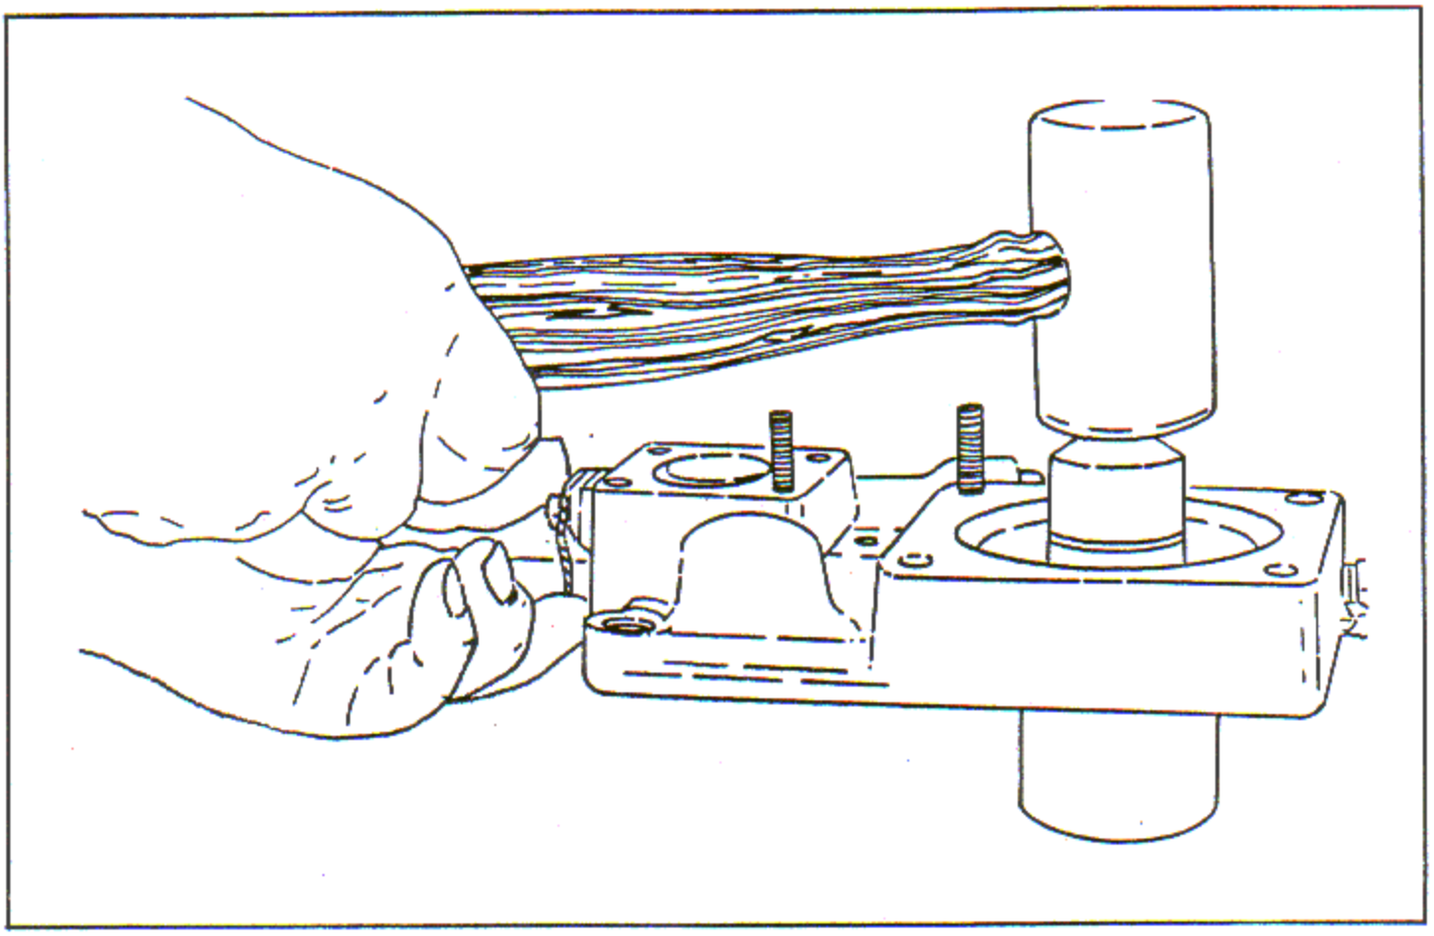

Figure 7-42. Installing Dual Accessory Drive Oil Seals
b. Install the two oil seals in the dual accessory drive housing with installing tool A. See figure 7-42.